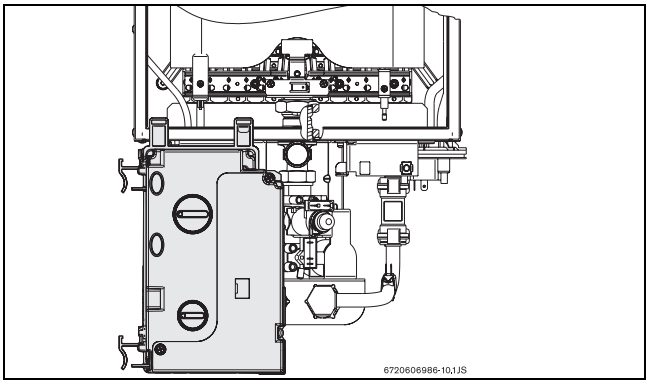

Рис. 16 Електронний блок у положенні регулювання тиску газу
- Розташувати електронний блок, як показано на Рис. 16.